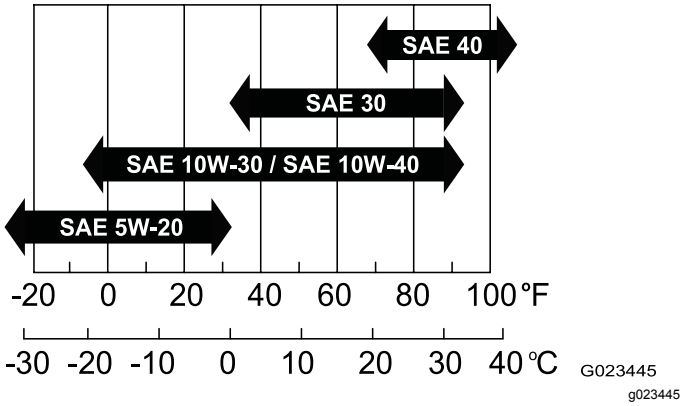

Figur 13
- **Viskositet:** SAE 30; se følgende diagram for andre viskositeter (Figur 13):